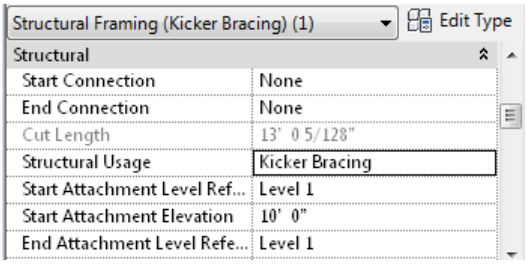

Figure 2-14** Partial view of the **Properties** palette displaying the **Structural Usage** parameter set to **Kicker Bracing
*A normal bracing can be converted into a kicker bracing if the **Structural Usage** instance parameter in the **Properties** palette of the bracing is set to **Kicker Bracing**, refer to Figure 2-14.*